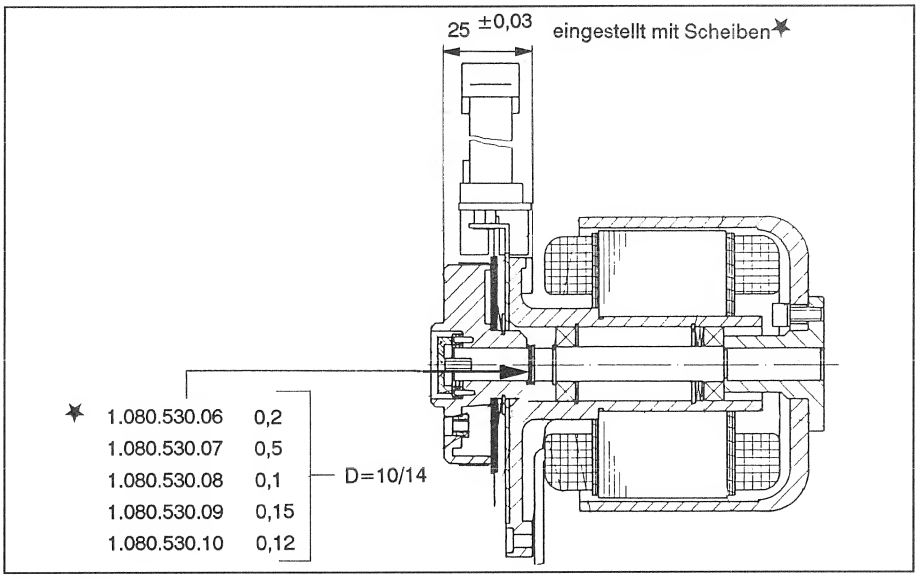

Fig. 3.4.27
- Die Bremsrollen werden auf 25mm Höhe über dem Laufwerkchassis eingestellt. (Gemessen ohne Distanzscheiben D = 57,5 x 0,6 Distanzscheiben zur Höheneinstellung Siehe Fig. 3.4.27.